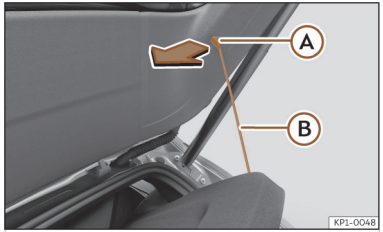

Abb. 181 Im Gepäckraum: Gepäckraumabdeckung aus- und einbauen.
- Hängen Sie die Haltebänder ››› **(Abb. 181)** Ⓑ aus den Aufnahmen Ⓐ aus.
- Hängen Sie die Haltebänder ››› **(Abb. 181)** Ⓑ an der Heckklappe ein.